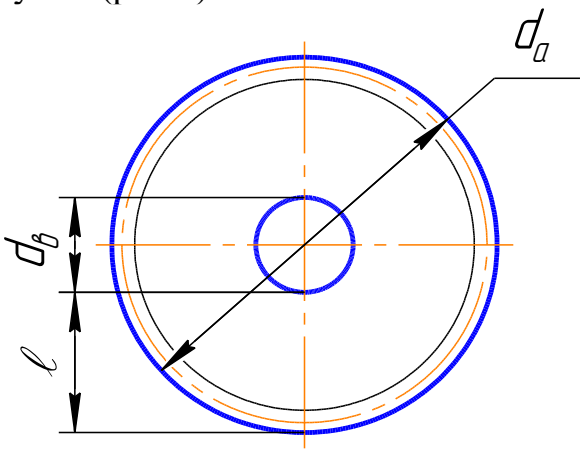

Рис.7
2. Измерить диаметр окружности выступов d_a . При четном числе зубьев (зуб стоит против зуба) и небольшом диаметре, диаметр d_a замеряют штангенциркулем (рис.7).